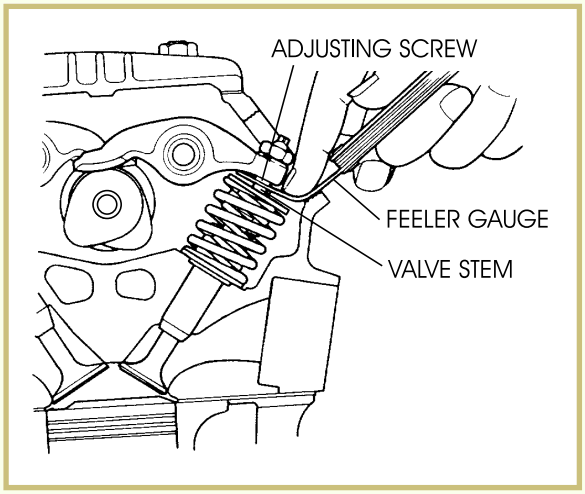

FIGURE 13—A Screw-and-Locknut Valve Adjuster (Copyright by American Honda Motor Co., Inc. and reprinted with permission)
- The *screw-and-locknut* (Figure 13) valve arrangement uses a screw that can be turned in or out to change the clearances. A locknut is used to hold the screw in place. The screw and locknut may be located on the rocker arm or on a push rod.